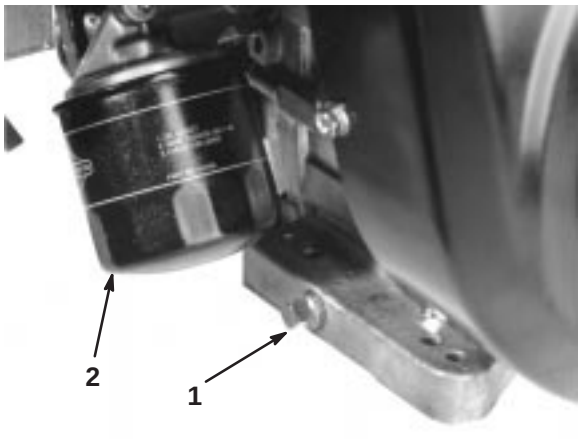

**Figure 34**
1. Remove the drain plug (Fig. 34) and let oil flow into a drain pan. When the oil stops, install the drain plug.
2. Remove the oil filter (Fig. 34). Apply a light coat of clean oil to the new filter gasket.